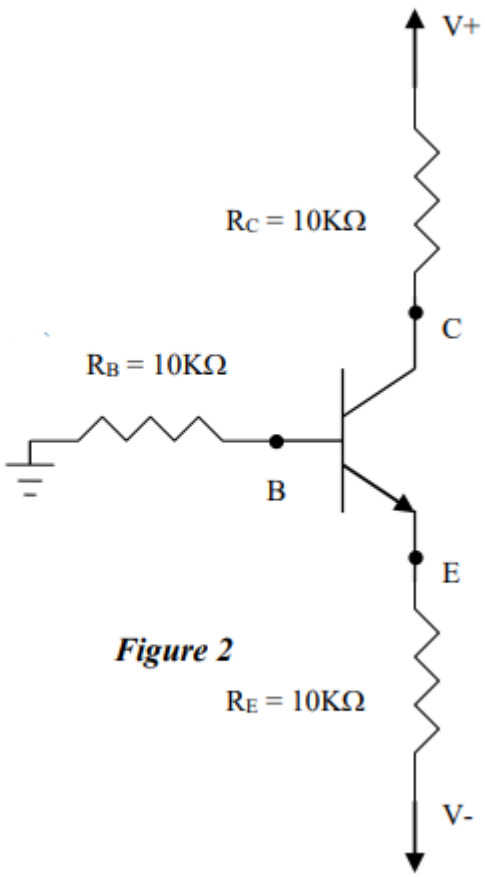

Figure 2
1) Construct the circuit of Figure 2 using DC supplies ±12V. Use the 2N3904 npn transitor.